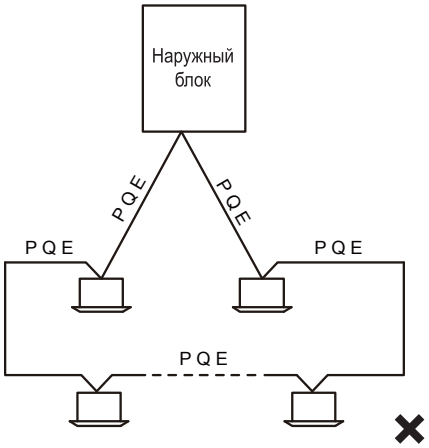

Рис. 6–6
- Блоки необходимо соединить последовательно проводами связи P, Q, E от наружного блока до последнего внутреннего блока, как показано на рис. 6–6. У последнего внутреннего блока клеммы P и Q необходимо соединить резистором с номиналом 120 Ом. После последнего внутреннего блока сигнальную электропроводку НЕ СЛЕДУЕТ прокладывать обратно к наружному блоку, то есть не образовывать замкнутый контур.